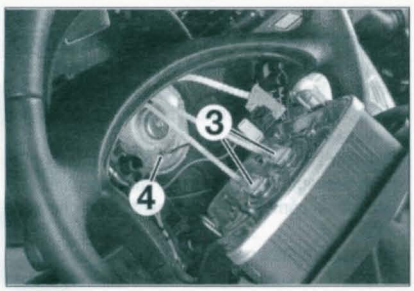

FIGURE 9-3
- Débrancher les connecteurs (3) et le fil de masse (4) **(figure 9-3)**.